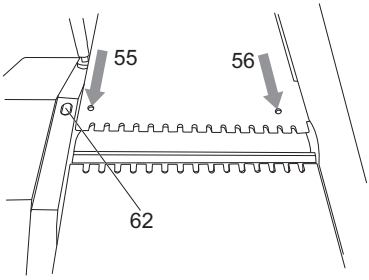

Fig. 24
Existem dois orifícios na mesa de saída da plaina: 1 orifício roscado (55) para montar o porto de extração; e 1 orifício roscado (56) para fixar o porto de extração, como indicado na Fig. 24. Estes orifícios funcionam conjuntamente com os elementos de fixação do porto de extração.